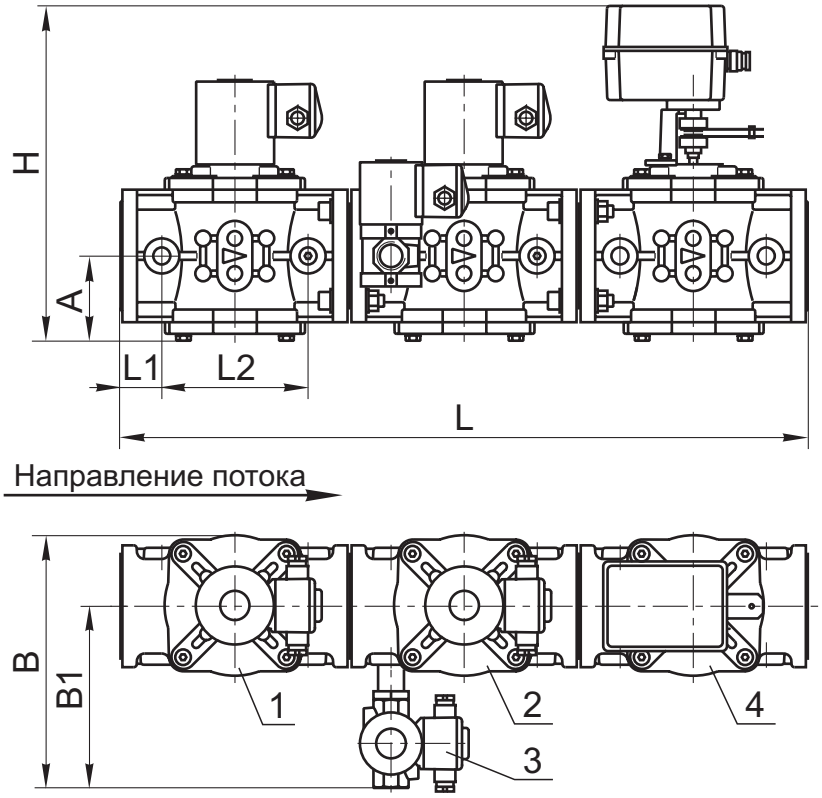

Рис. 10-62
Блок (рис. 10-62, 10-63) состоит из следующих основных узлов и деталей:
- справа по ходу газа (рис. 10-62);